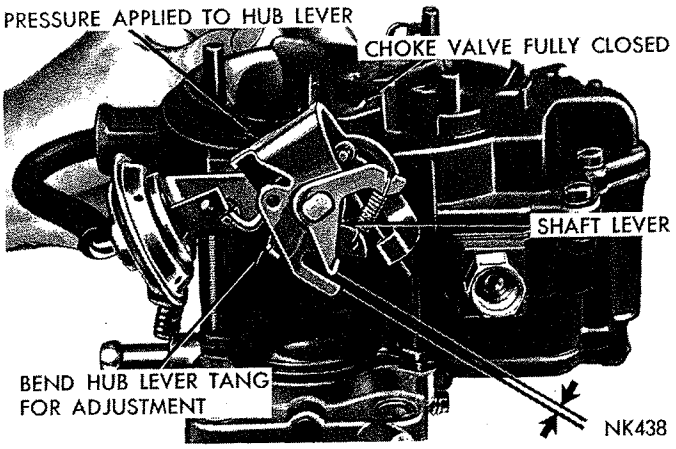

***Fig. 24—Spring Staged Choke Clearance***
The new spring staged choke, shown in (Fig. 24) is a device incorporated in choke mechanism which limits choke blade closing torque when cranking the engine at temperatures below zero. Thus the spring
To check the spring staged choke for correct operating clearance, refer to (Fig. 24), then proceed as follows:
(1) Push on hub lever with finger, at closed choke position. A small opening should exist between the shaft and hub levers, as shown in (Fig. 24).
(2) Using a drill or gauge, measure opening. The opening should be from .010 to .040 inches.
(3) If an adjustment is necessary, bend hub lever tang until the correct opening has been obtained.